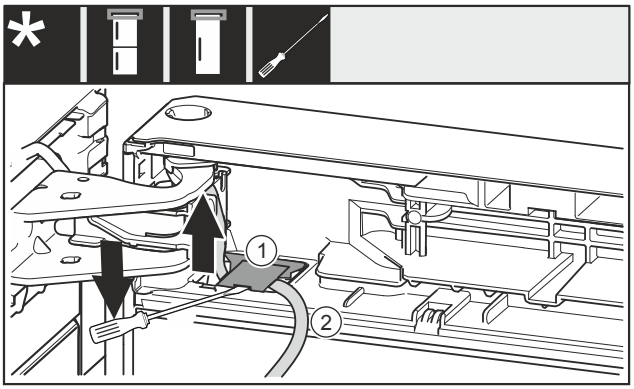

Fig. 20
▶ Cu șurubelnița dreaptă ridicați și extrageți capacul *Fig. 20 (1)*.
▶ Extrageți cablul *Fig. 20 (2)*.